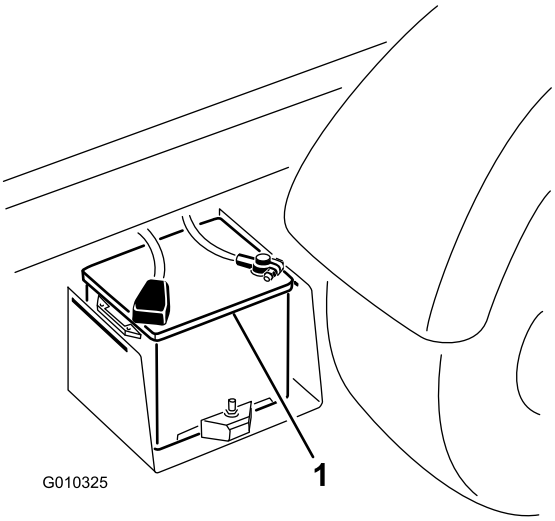

**Figur 50**
2. Forbind et startkabel mellem pluspolerne på de to batterier (Figur 50).